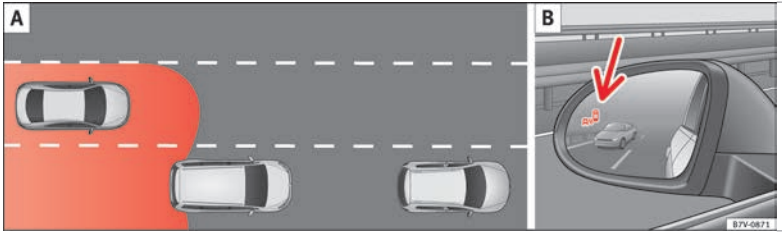

Afb. 222 Schematische weergave: A Situatie van het inhalen met verkeer aan de achterzijde. B Indicatie van de dodehoekhulp in de linker buitenspiegel.
In de volgende situaties wordt een indicatie getoond in de buitenspiegel ››› **afb. 222 B** (pijl) of ››› **afb. 223 B** (pijl):
- Wanneer de wagen wordt ingehaald door een ander voertuig ››› **afb. 222 A**.